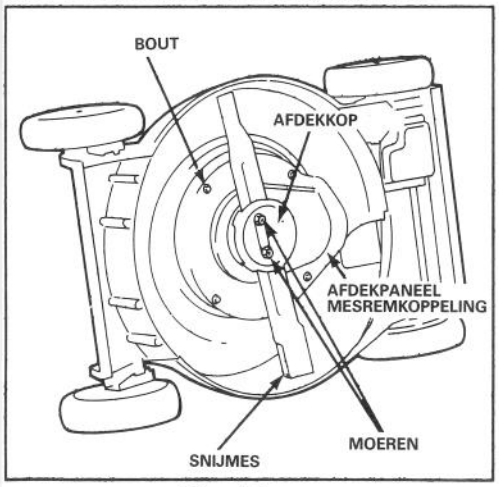

Afbeelding 31
4. De twee mesmoeren, afdekkop, mes, afstandsring en vier schroeven waarmee het afdekpaneel van de mesremkoppeling aan de bovenkant van het maaihuis is bevestigd verwijderen (Afb. 31 en 32).